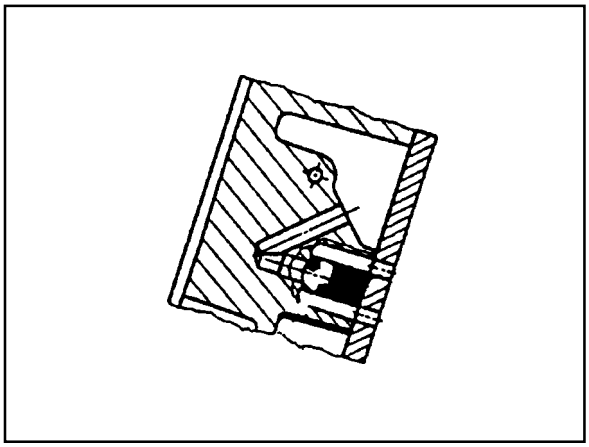

Figure 8.41 - Converter Relief Ball and Spring
17. Install the converter release check ball and spring and the feed ball. Refer to figures 8.41, 8.42 and 8.43.